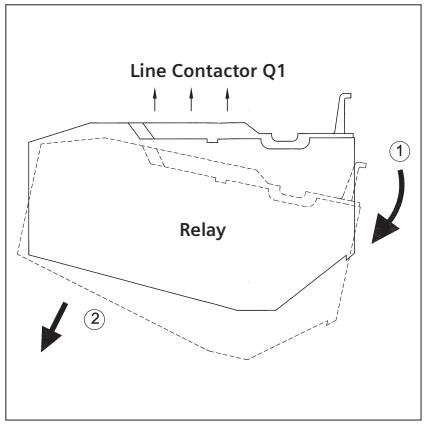

Fig. 7 : Relay Removal
- Replacement of Overload Relay (Refer Fig. 7 & 8) :
3. Follow instructions given in Fig. 7 for removal of relay.